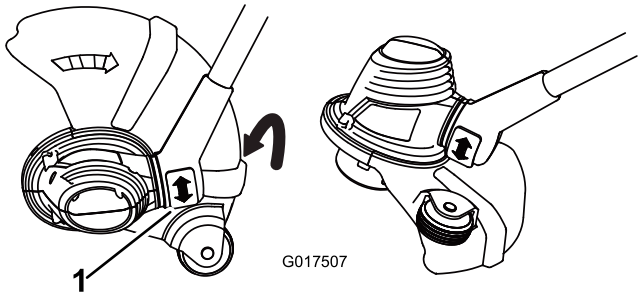

Figure 5
- Pour régler la position de la base, appuyez sur le bouton de rotation situé au bas de l'arbre, puis tournez la base dans la direction voulue (Figure 5).